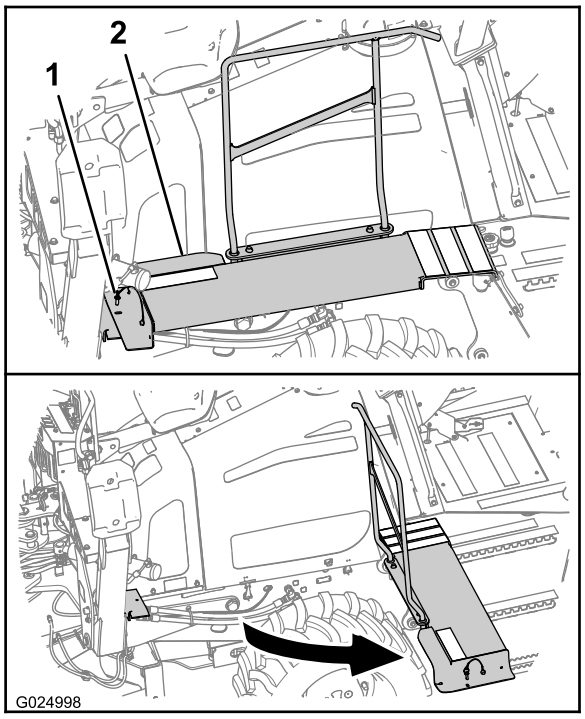

Figure 58
A. At the left side of the machine, remove the retaining pin from the front end of the walkway (Figure 58).
B. Pivot the walkway away from the machine as shown in Figure 58.
A. Rotate the front end of the walkway to its original position (Figure 58).
B. Align the hole in the walkway with the hole in the walkway support bracket (Figure 58).